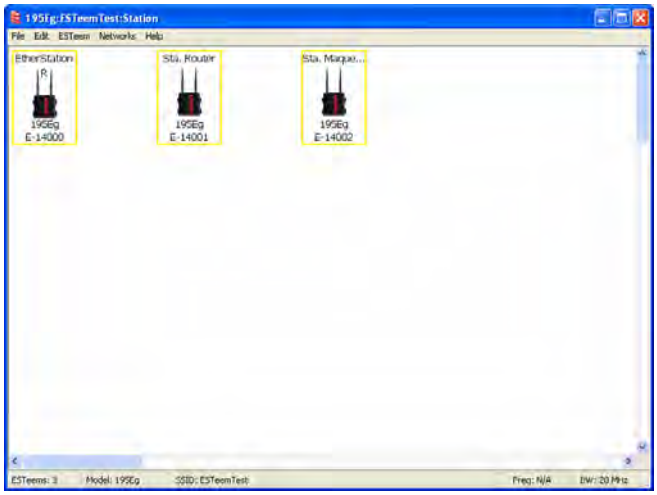

Figure 24: Station Mode Example Modems
> ***Technical Tip:*** The ESTeem Horizon's in Mobile Client modes do not have a specific frequency of operation as can be seen in Figure 24.
2. Add the three mobile client modems to the ENC Utility configuration page as instructed above and set the Modem ID to match the three modes of operation. Your configuration will appear as in Figure 24.